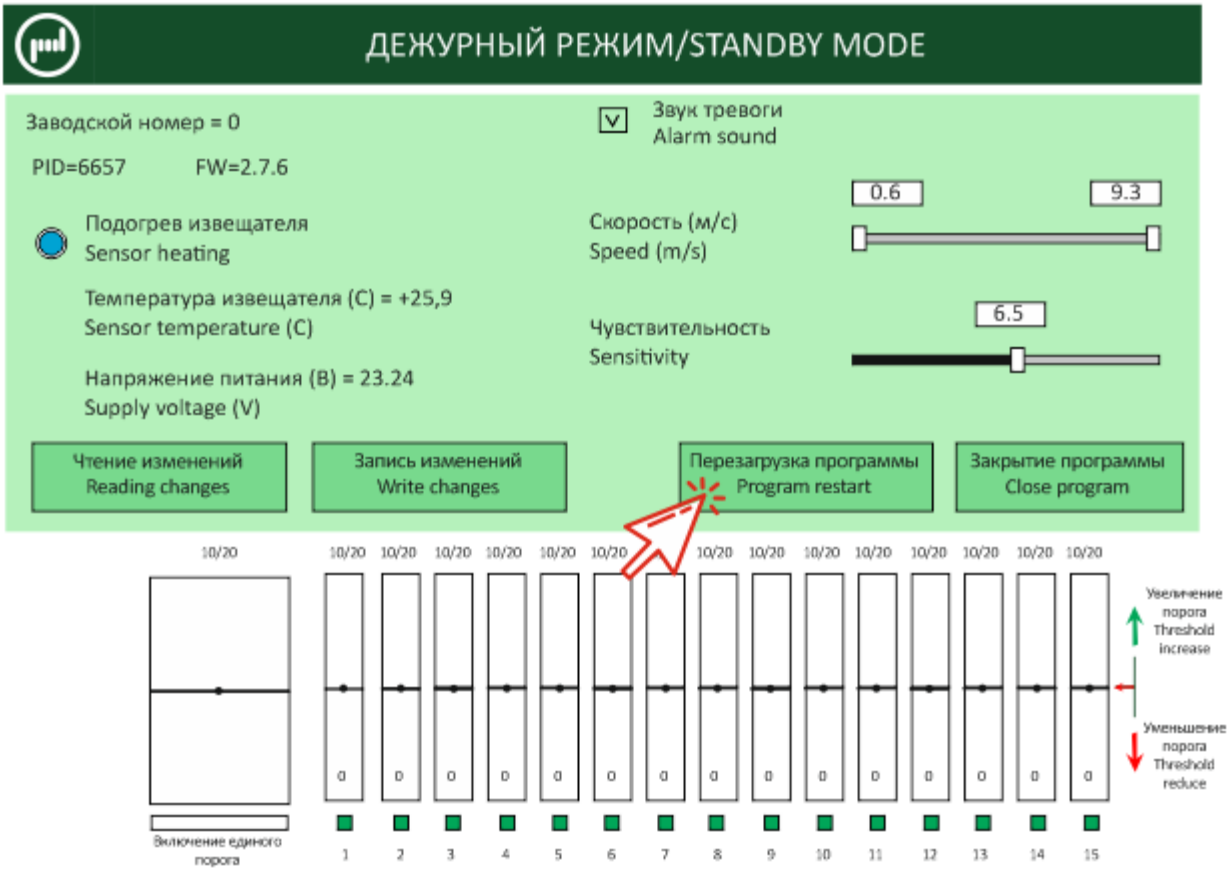

Рис. 11.16
11.2.1.13 В случае необходимости возврата извещателя к заводским настройкам необходимо нажать кнопку «Перезагрузка программы» и провести повторную установку параметров извещателя (рис. 11.16).